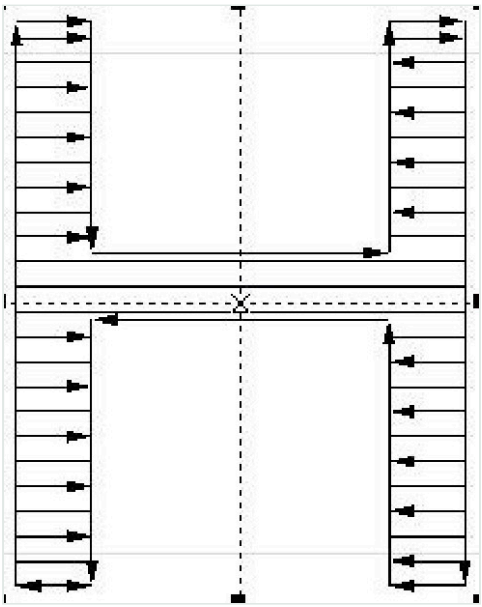

Figura 10-10 Relleno optimizado en forma de arco
- **Relleno optimizado en forma de arco:** similar al relleno en forma de arco, pero omite el relleno de los espacios en blanco del objeto, como se muestra en la Figura 10-10: